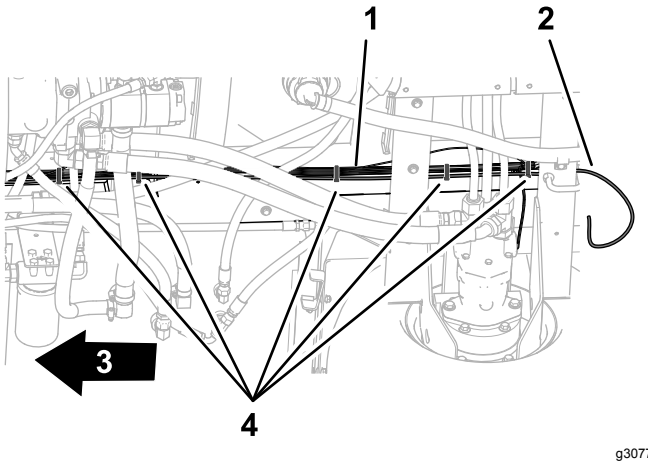

Figur 93
1. Før tryksensorrøret til instrumentpanelets måler langs det bageste ledningsnet (Figur 93).